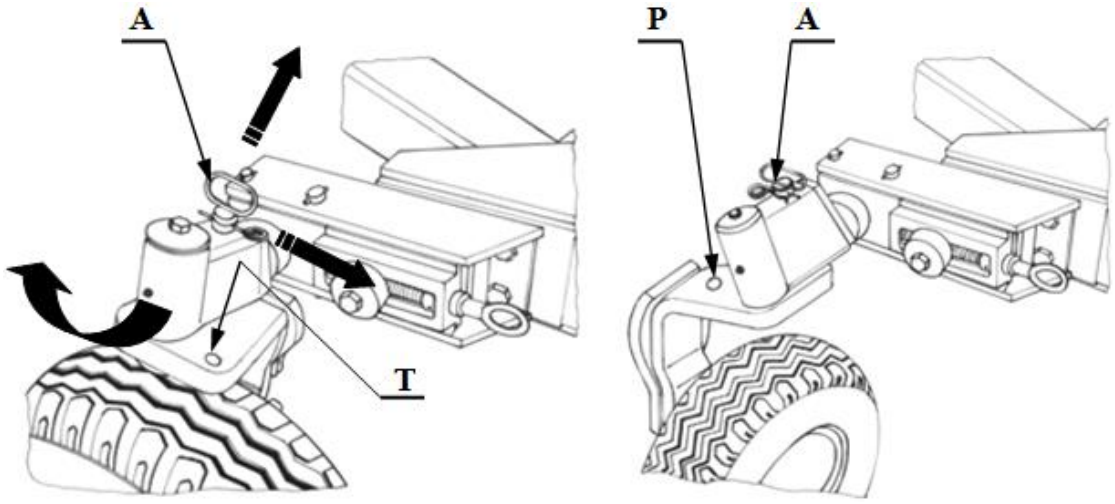

Rysunek: 15 Koło transportowo-kopiujące w położeniu roboczym i transportowym.
- odbezpiecz i wyciągnij przetyczkę A (*Rys. 15*),
Przestawianie pługa z pozycji transportowej do pracy odbywa się przy zachowaniu wykonywanych czynności w odwrotnej kolejności (przetyczka A zamocowana na otworze P i zabezpieczona zawleczką) *Rys. 15.*